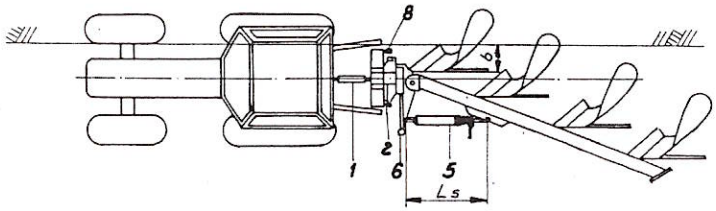
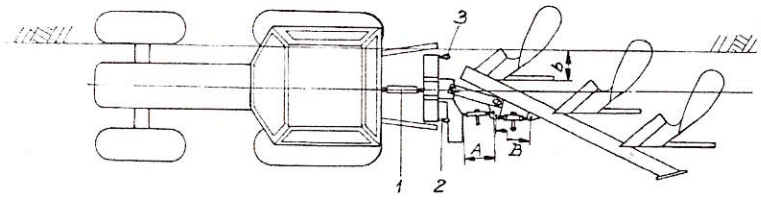

Rys. 6 Wstępna regulacja pługa **IBIS XXL.**
Rys. 6a Wstępna regulacja pługa **IBIS - M;L;XL**
- sprawdź wstępne wypoziomowanie pługa w kierunku podłużnym. Regulacji dokonuje się za pomocą górnego łącznika ciągnika (poz.**1 Rys.6, Rys.6a),**
- podnieś lekko pług i cylindrem bocznym -**Rys.6** (lub wrzecionem **A - Rys.6a)** przestaw ramę z korpusami tak, aby linie płóz były równoległe do osi symetrii ciągnika. Po ustawieniu odpowiedniej długości cylindra bocznego lub wrzeciona należy dokręcić docisk
- opuść pług nie opierając go całym ciężarem o podłoże. Wrzecionem suwaka - **Rys.6** poz.**6** (lub wrzecionem **B -Rys.6a**) przesuwając ramę względem przodka ustaw szerokość b pierwszego korpusu (odległość od ściany wewnętrznej opony do linii płozu pierwszego korpusu); W przypadku pługów IBIS M,L,XL skoryguj dodatkowo równoległość płóz wrzecionem A.